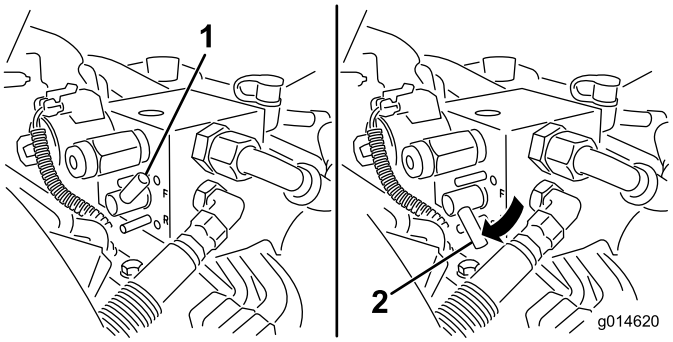

Figuur 50
5. Draai de wethendel naar ACHTERUIT (R) (Figuur 50).